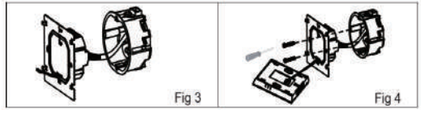

Fig 3 Fig 4
Step 3. Connect power supply, load into the appropriate terminals. (see "Wiring your thermostat" for details and Fig 3).